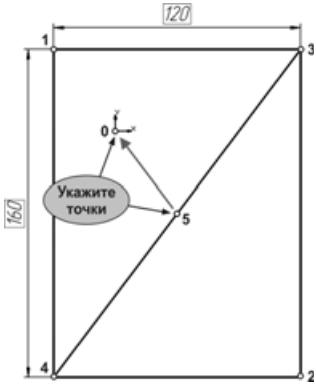

Рис. 5.17
- Последовательно укажите точку 0 начала координат и вспомогательную точку 5 на диагонали прямоугольника (рис. 5.17).